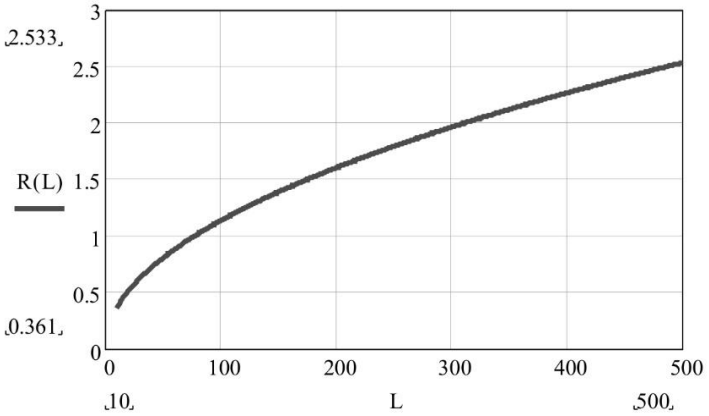

Рис. 4.3
4.4 Максимальная ширина ЧЗ на открытом участке зависит от угла наклона вектора поляризации антенн (угла наклона блоков) и расстояния между БПРД и БПРМ, определяется для угла наклона по ориентировочному графику ориентировочному графику (см. рис. 4.3) при L (в метрах) равном половине расстояния между БПРД и БПРМ. Ширина ЧЗ на конкретном отрезке определяется по тому же графику, но при L равном удвоенному расстоянию до ближайшего блока.
Примечания: 1) ширина ЧЗ увеличивается к середине и уменьшается при приближении к блокам; 2) ширина ЗО зависит от ориентации БПРД и БПРМ, расстояния до отражающих предметов (заграждений, стен зданий и т. п.) и установленных порогов и может быть как меньше, так и больше приведенной на рис. 4.3.;